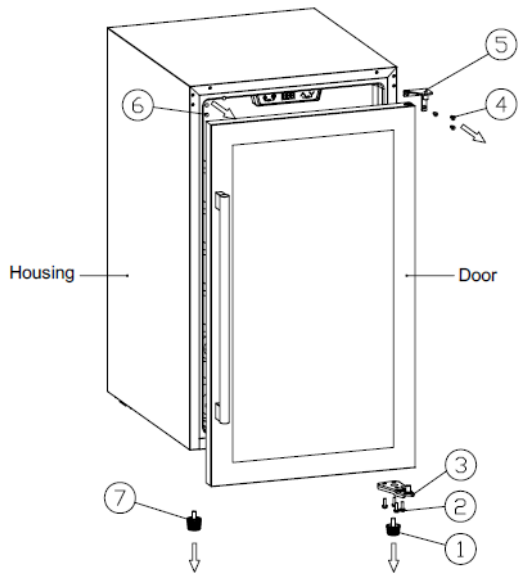

Afbeelding 1
1. (Afbeelding 1) Sluit de deur.
2. (Afbeelding 1) Verwijder de korte kastpoot (1) in de rechteronderhoek, draai de schroeven (2) los en neem het rechter onderscharnier van de deur (3) weg; laat de deur iets zakken, verwijder hem vervolgens en leg hem opzij.
3. (Afbeelding 1) Draai de schroeven (4) los en neem het rechter bovenscharnier van de deur (5) weg; verwijder de afdekking van het scharniergat (6) in de linkerbovenhoek en de kastpoot (7) in de linkeronderhoek.